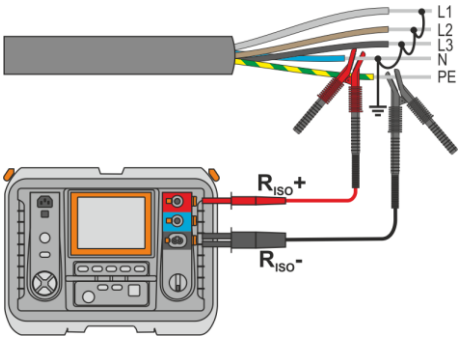
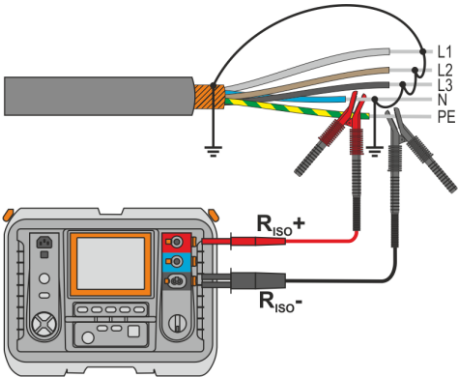

Fig. 4.1. Measurement of an unshielded cable
Fig. 4.2. Measurement of a shielded cable
- In case of power cables measure the insulation resistance between each conductor and other conductors shorted and grounded (**Fig. 4.1** , **Fig. 4.2**). In shielded cables, the shield is also shorted.